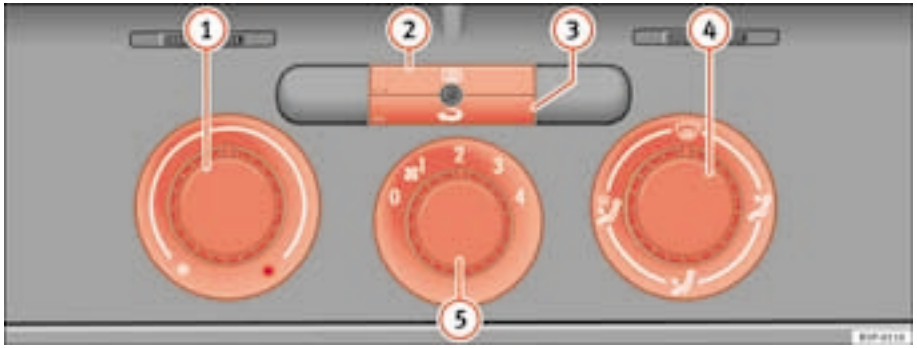

Fig. 121 On the dash panel: Heater controls
– Using the controls ⇒ fig. 121 (1) and (4) and the control (5) you can set the temperature, air distribution and the turbine speed.
– To switch a function on or off, press the appropriate button (2) or (3). When the function is activated, the display window in the lower left of the button is lit.